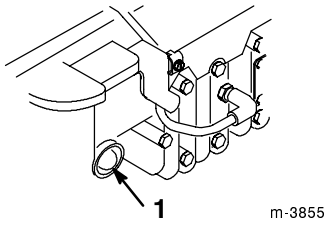

Bild 9
2. Drücken Sie die Starthilfe dreimal, wobei Sie zwischen jedem Drücken zwei Sekunden verstreichen lassen sollten (Bild 9).